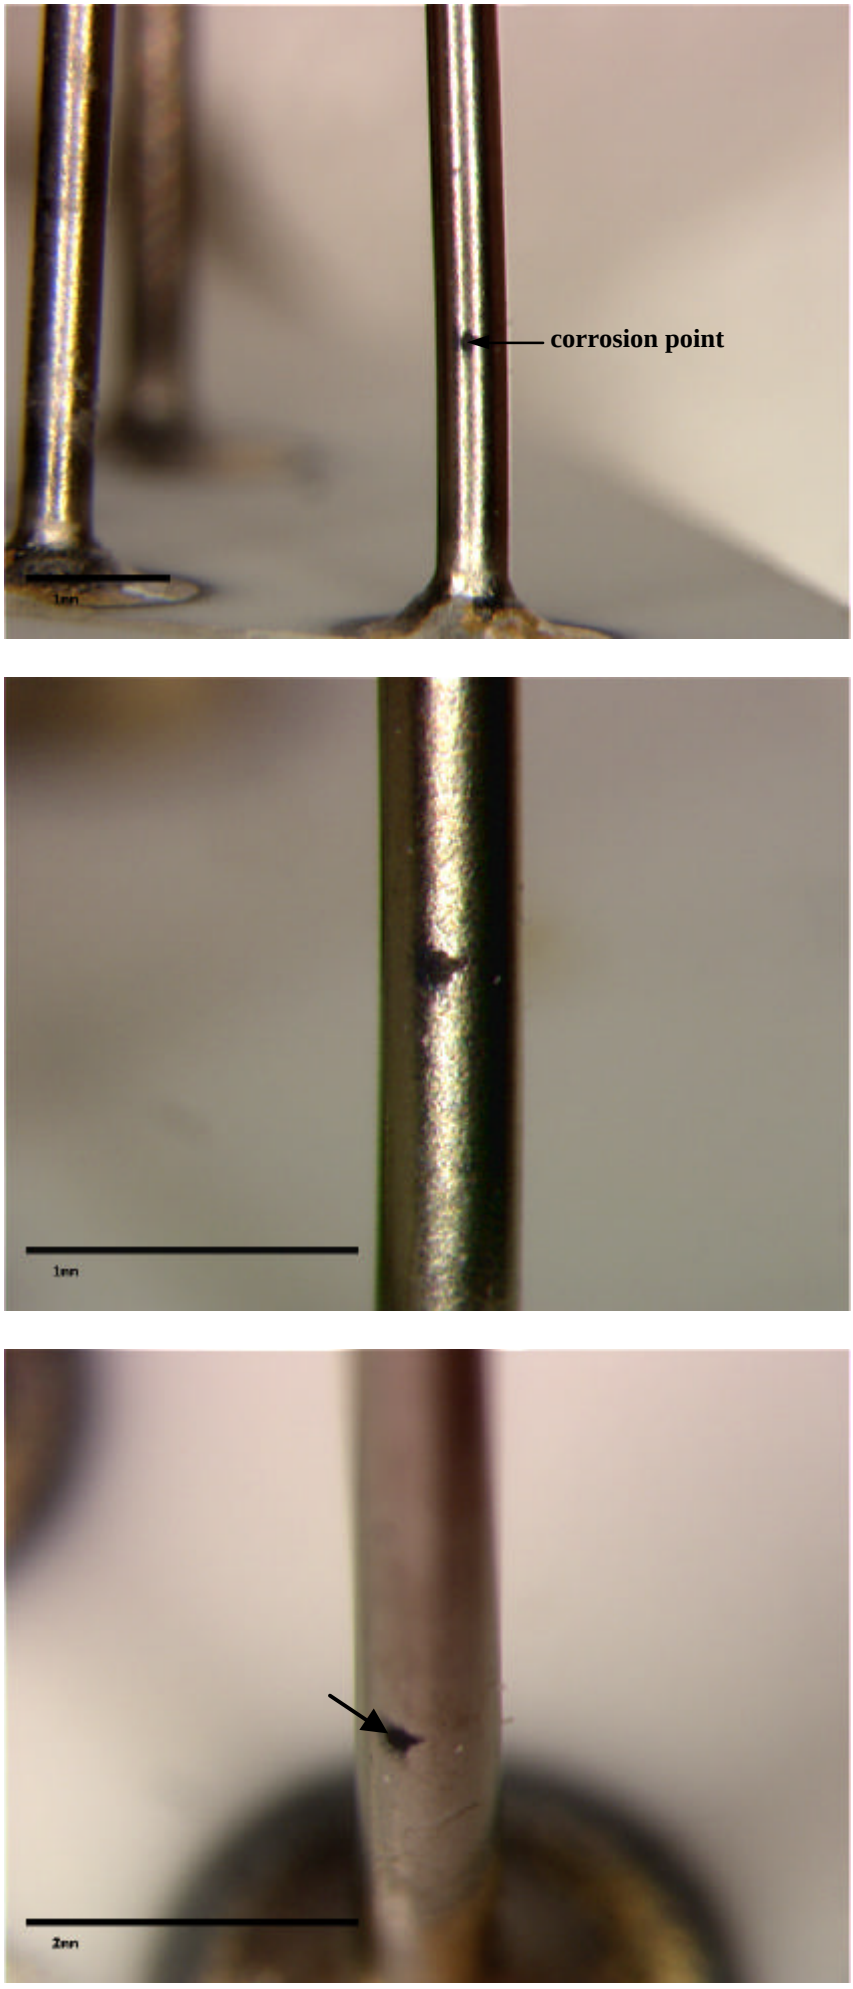

Figure 4. Optical views of external leads after Au layer removal, Part 345.
- Nevertheless, two corrosion points were observed on one lead of the DPD diode referenced 345 (Figures 4 to 6).